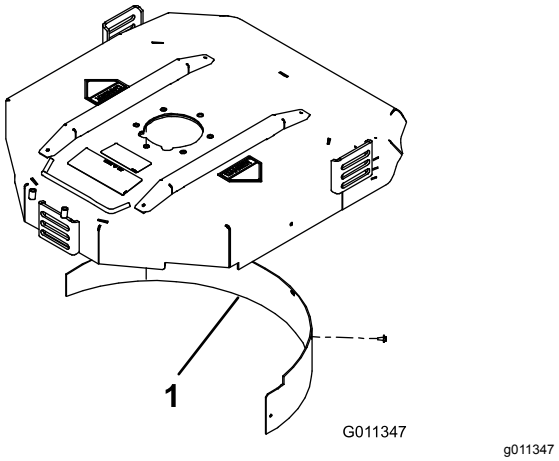

Figuur 10
2. Plaats de mulchplaat in de achteropening en bevestig deze met 5 flenskopbouten (Figuur 10).